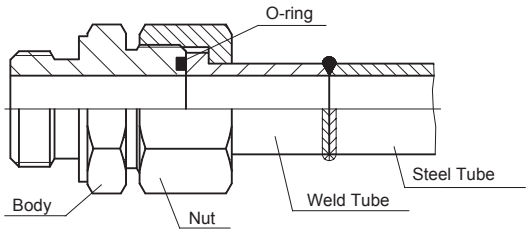
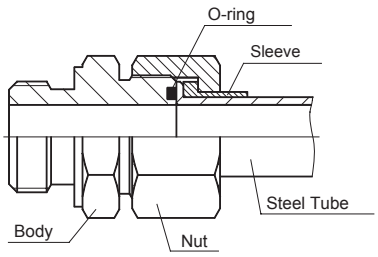

Fig.1
Fig. 2
The fitting has two types. The first type consists of a body, an O-Ring, a nut and the weld tube. The weld tube is brazed with the system steel tube, see Fig.1. The second type consists of a body, an O-Ring, a nut and a sleeve. As shown in Fig.2, the tube is flanged to 90°. When used as Fig.1, the quality of weld is very important.
1. As shown in Fig.1, the tube end is cut squarely (within +/- 1°) before assembled, deburr the O.D. and I.D. of the tube, remove all oil and oxide, weld after put the nut. As shown in Fig.2, the tube is flanged to 90° with special equipment after cut, diameter D should fall between diameter D1 and D2, see Fig.6.
3. As shown in Fig.1 or Fig.2, place tube assembly against the fitting body so that the flat face of the weld tube (or flanged steel tube) comes in full contact with the O-Ring. Tighten the nut onto the fitting body by hand, then tighten it to the recommended torque with a torque wrench. If torque wrenches are not available, tighten i1/4 to 1/2 turn with general wrench.